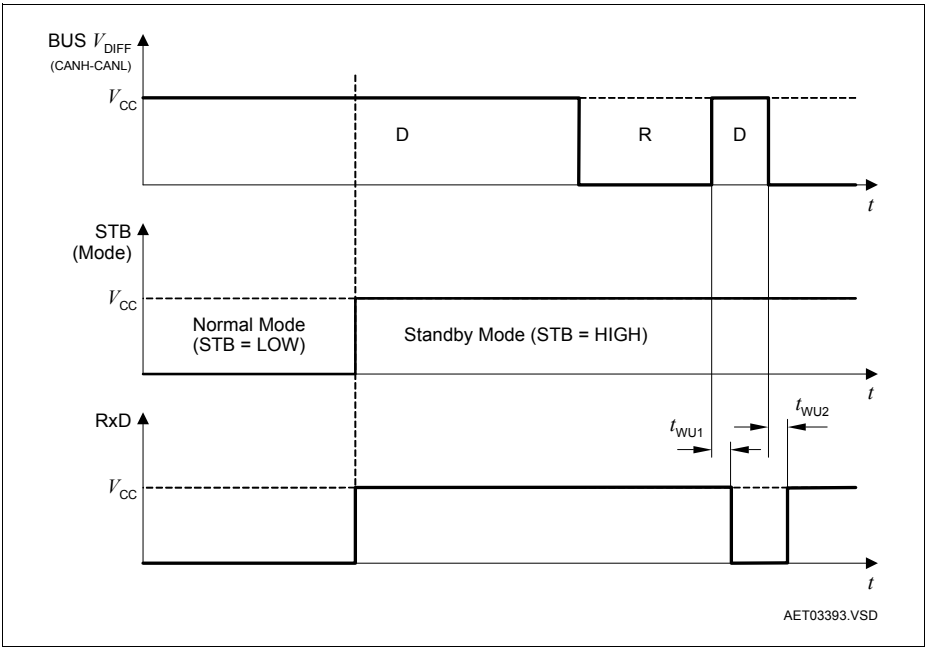

**Figure 5 Go-To Standby Mode during Bus Dominant Condition**
**Figure 5** shows this mechanism in detail. During a bus network failure, the bus might be dominant. Normal communication is not possible until the failure is removed. To reduce the current consumption, it makes sense to switch over to standby mode. This is possible with the